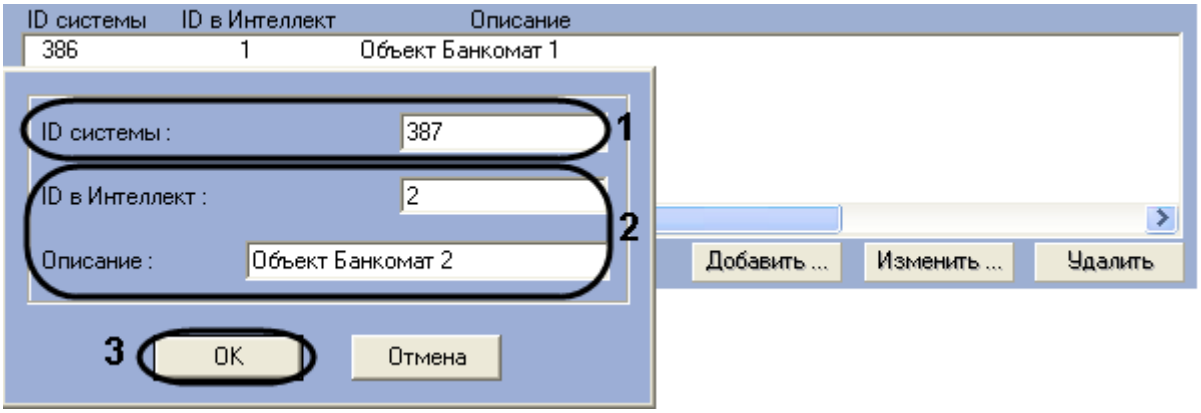

Рис. 5.3—2 Добавление банкомата
3.2. В поле **ID системы** ввести идентификатор банкомата, указанный в настройках *АТМ-Интеллект Про* (см. Рис. 5.3—2, 1).
3.3. В поле **ID в Интеллект** и **Наименование** ввести значения, указанные в полях **Номер** и **Название** соответствующего объекта **Объект Банкомат** (см. Рис. 5.3—2, 2).
3.4. Нажать на кнопку **OK** (см. Рис. 5.3—2, 3).